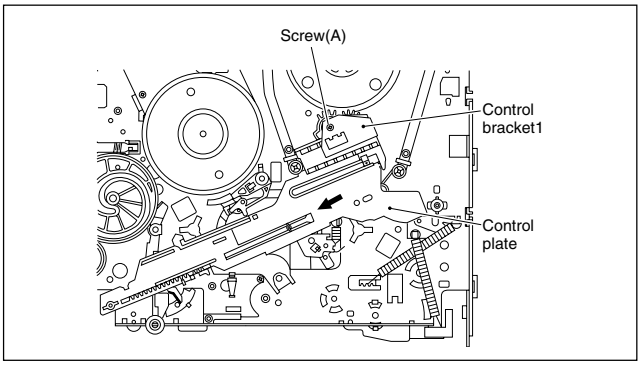

Fig. 2-2-15a
(1) Remove the screw (A) retaining the control bracket 1 and remove the latter.
(2) Slide the control plate as indicated by the arrow and remove the control plate. (See Fig.2-2-15a.)